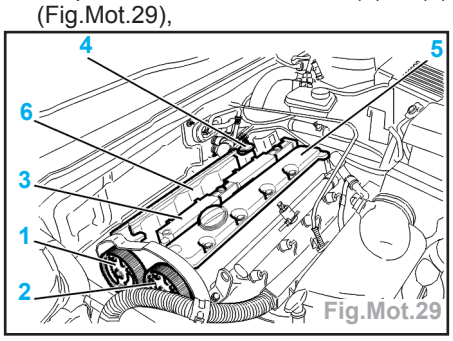

Fig.Mot.29
- les poulies d'arbres à cames (1) et (2) (Fig.Mot.29),